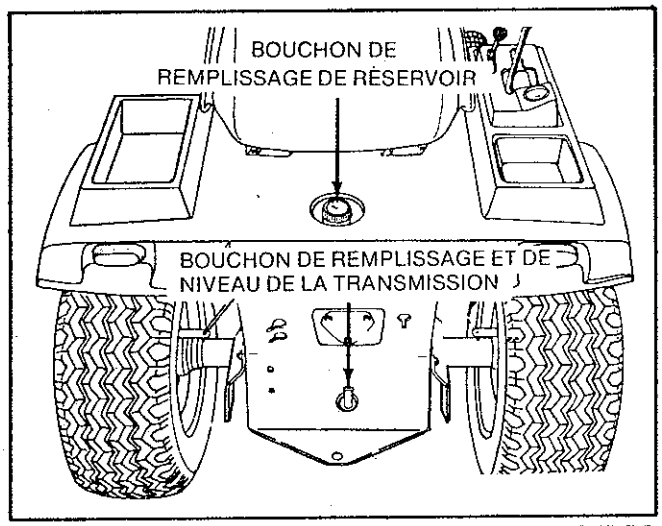

FIGURE 7
Le bouchon de remplissage du réservoir à carburant est situé derrière le siège, voir figure 7. Pour éviter que des impuretés ne pénètrent dans le réservoir pendant le remplissage, nettoyez soigneusement toute la poussière et les impuretés accumulées autour du bouchon. Utilisez un bidon d'essence agrée et maintenez-le propre.
4. Nettoyez toutes les impuretés accumulées autour du bouchon de niveau et de remplissage. Voir figure 7.
6. Nettoyez autour du bouchon de remplissage et de niveau. Voir figure 7. Déposez le bouchon.